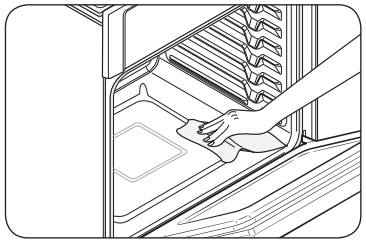

Fig. 1
- Utilice una esponja o un paño para retirar la suciedad del fondo del horno. (Fig. 1)